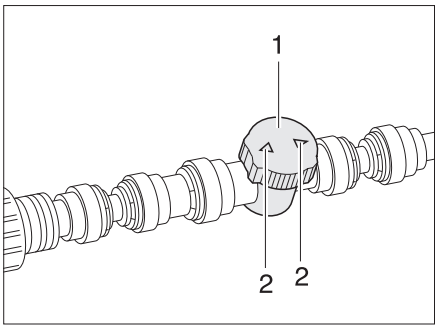

Fig. 111 Regulator for floor warming unit/ warming unit for waste water tank
- Set the regulator (Fig. 111,1) to the desired flow level (max flow = arrows (Fig. 111,2) in direction of lines).
- Turn the regulator (Fig. 111,1) until both arrows (Fig. 111,2) are at a right angle to the heating lines.